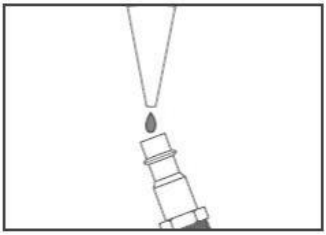

Figure 8. Lubrification de l’agrafeuse via l’entrée d’air.
-Placez 2 à 6 gouttes d'huile pour outils pneumatiques dans l'entrée d'air de l'agrafeuse (comme illustré à la figure 8) toutes les 2 heures d'utilisation continue. Essuyez tout excès d'huile près de l'échappement de l'agrafeuse pour éviter l'accumulation de poussière.